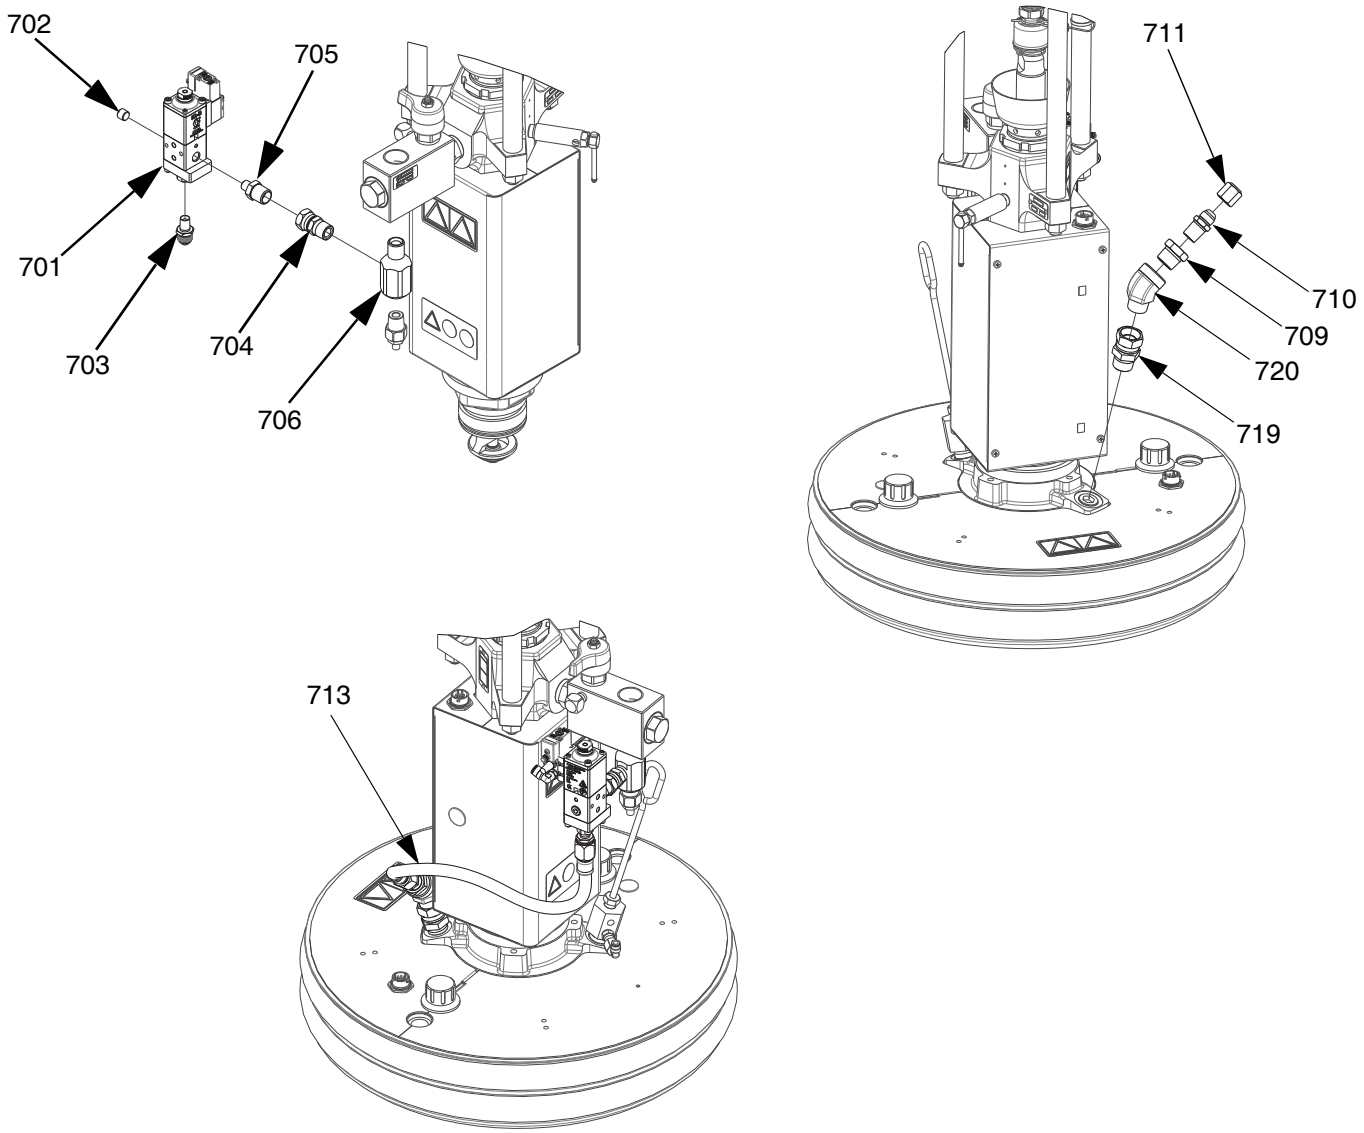

FIG. 55: Kit de válvula de plato, uretano, 26B637
2. Desconecte el transductor de presión del puerto 5 del controlador eléctrico (AB).
3. Retire el accesorio de conexión del transductor de presión (TF) y el accesorio de conexión que va conectado a la válvula de retención de fluido (AE).
4. Con cinta para roscas, instale el accesorio de conexión en T de 1/2 NPT (706) en la válvula de retención de fluido (AE) y, luego, vuelva a instalar el accesorio de conexión del transductor de presión (TF) en la parte inferior del accesorio en T de 1/2 NPT (706).
5. Use cinta para roscas para instalar la pieza giratoria de 1/2 NPT (705) en el accesorio en T de 1/2 NPT (706). Consulte la FIG. 55.
6. Instale la válvula del plato (701) en el racor giratorio de 1/2 NPT (706) usando el adaptador de 1/4 NPT x 1/2 NPT (704) y apriételo.
7. Instale la manguera de recirculación (713) en la válvula del plato (701) y apriete.
8. Vuelva a conectar el transductor de presión al puerto 5 del controlador eléctrico (AB).